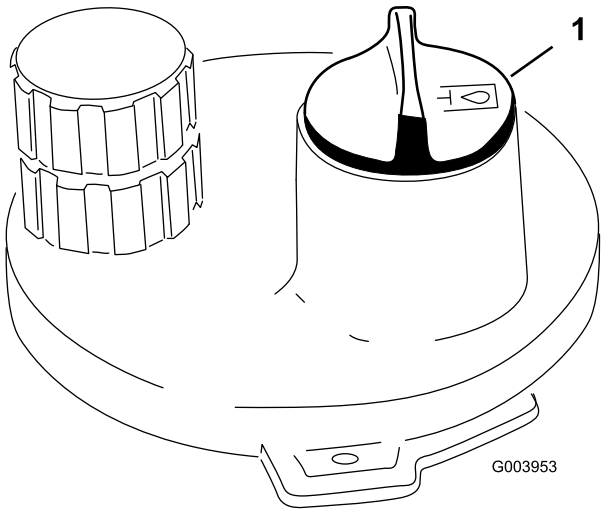

Rysunek 35
3. Wyczyść obszar wokół korka i szyjki wlewu zbiornika hydraulicznego (Rysunek 35). Wykręć korek z szyjki wlewu.